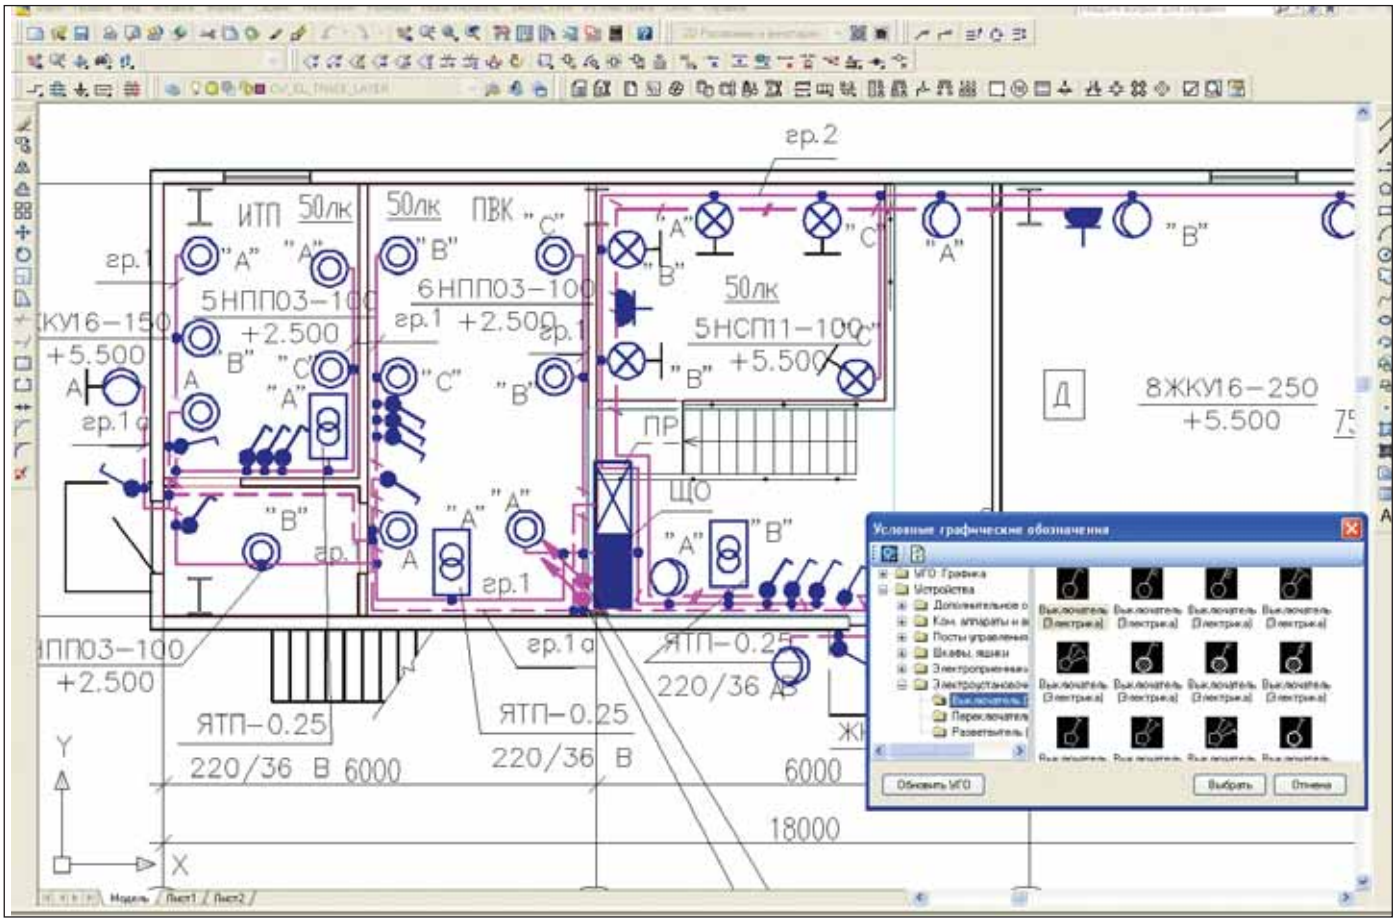

Рис. 1. Пример оформленного листа плана
- лист плана здания с обозначениями установленного оборудования и трасс, выносными обозначениями и таблицами (рис. 1);